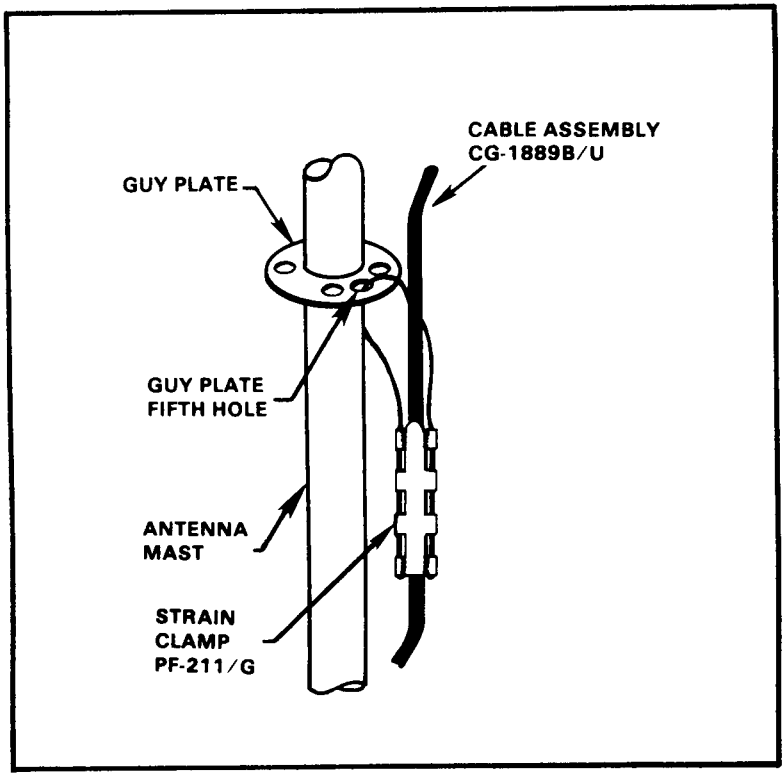

Figure 3-13. Strain clamp closed.
c. Compress and open the strain relief clamp. Pass the cable of the clamp through the fifth hole of the upper guy plate (Figure 3-13). Secure the cable in the clips of the clamp.